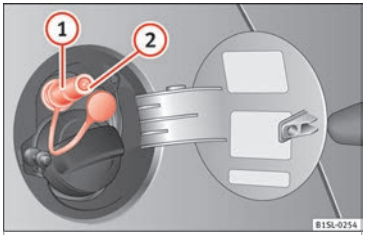

Fig. 104 Tank flap open: gas filler mouth (1), filler mouth retainer (2)
- Remove the plug from the gas filler mouth ››› Fig. 104 (1).